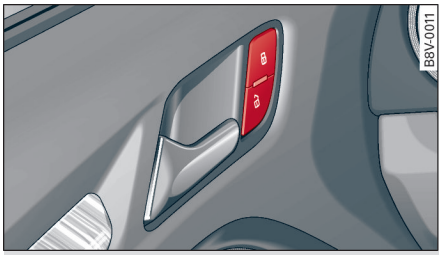

图 32 驾驶员车门：中央门锁开关
- ▸ 如要给车辆开锁，那么请按压按钮 🔓 ⇨ *图 32*。